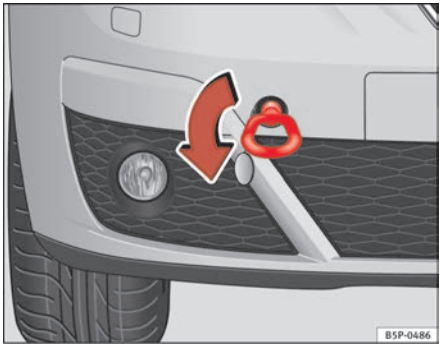
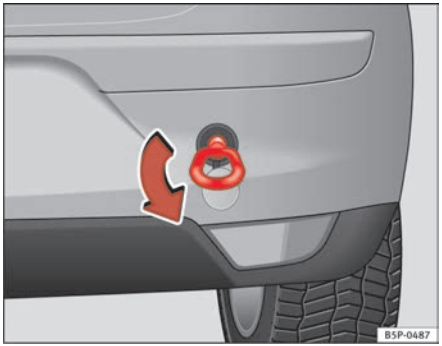

Fig. 198 The front right section of the vehicle: Fitting the front towing eye
Fig. 199 Fitting the towing eye to the rear of the vehicle
- Screw the towing eye as shown by the arrow *anti-clockwise* to the limit position in the front ⇒ page 267, fig. 198 or rear ⇒ page 267, fig. 199 threaded hole. ■